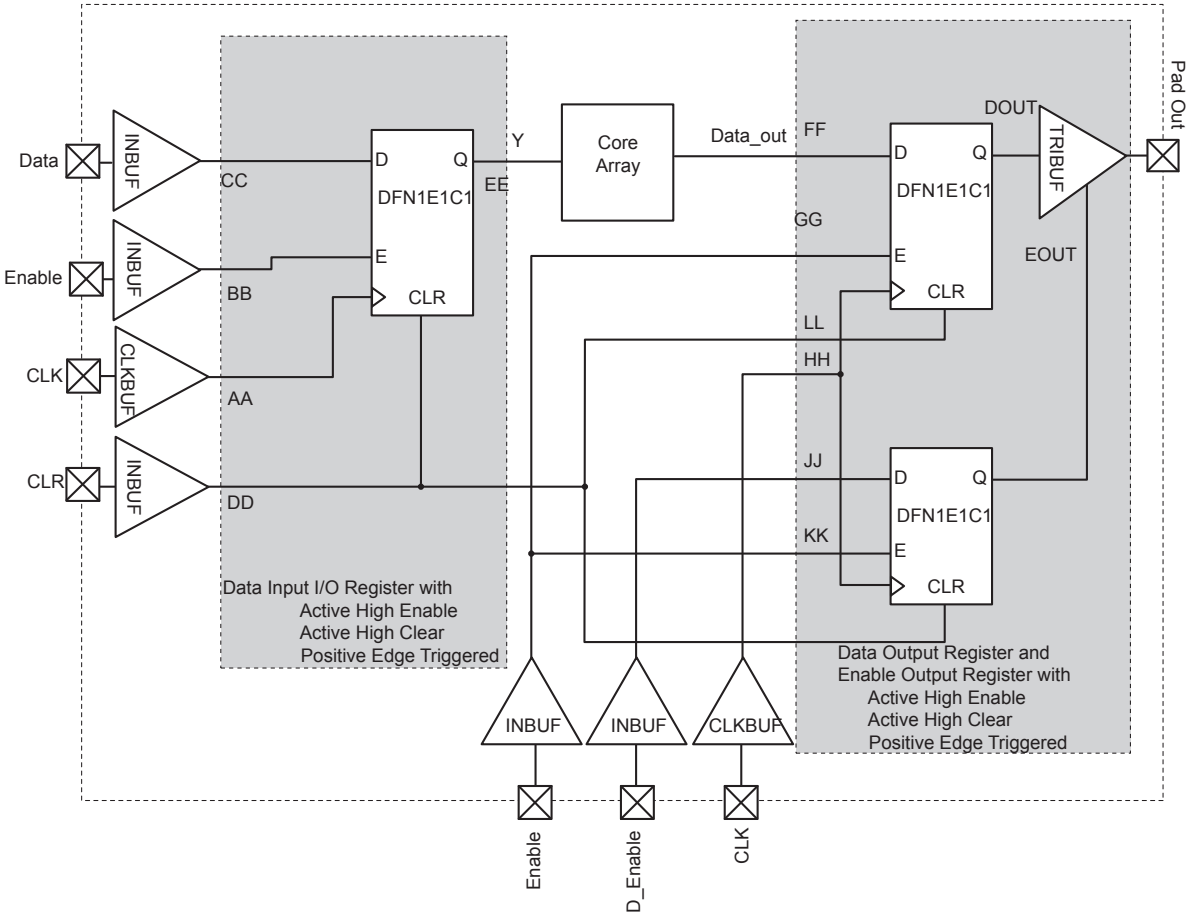

Figure 2-136 • **Timing Model of the Registered I/O Buffers with Synchronous Enable and Asynchronous Clear**
*Note: *See Figure 2-136 on page 2-216 for more information.*